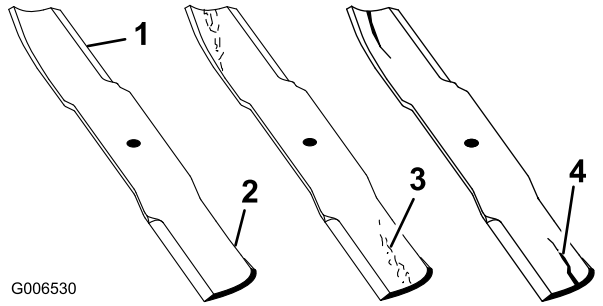

Bild 42
1. Untersuchen Sie die Schnittkanten (Bild 42). Bauen Sie, wenn die Kanten nicht scharf sind oder Kerben aufweisen, die Schnittmesser aus und schärfen sie; siehe Schärfen der Messer.
2. Prüfen Sie die Schnittmesser, insbesondere den gebogenen Bereich (Bild 42). Montieren Sie, wenn Sie Schäden, Verschleiß oder Rillenbildung in diesem Bereich feststellen (Bild 42), sofort ein neues Schnittmesser.